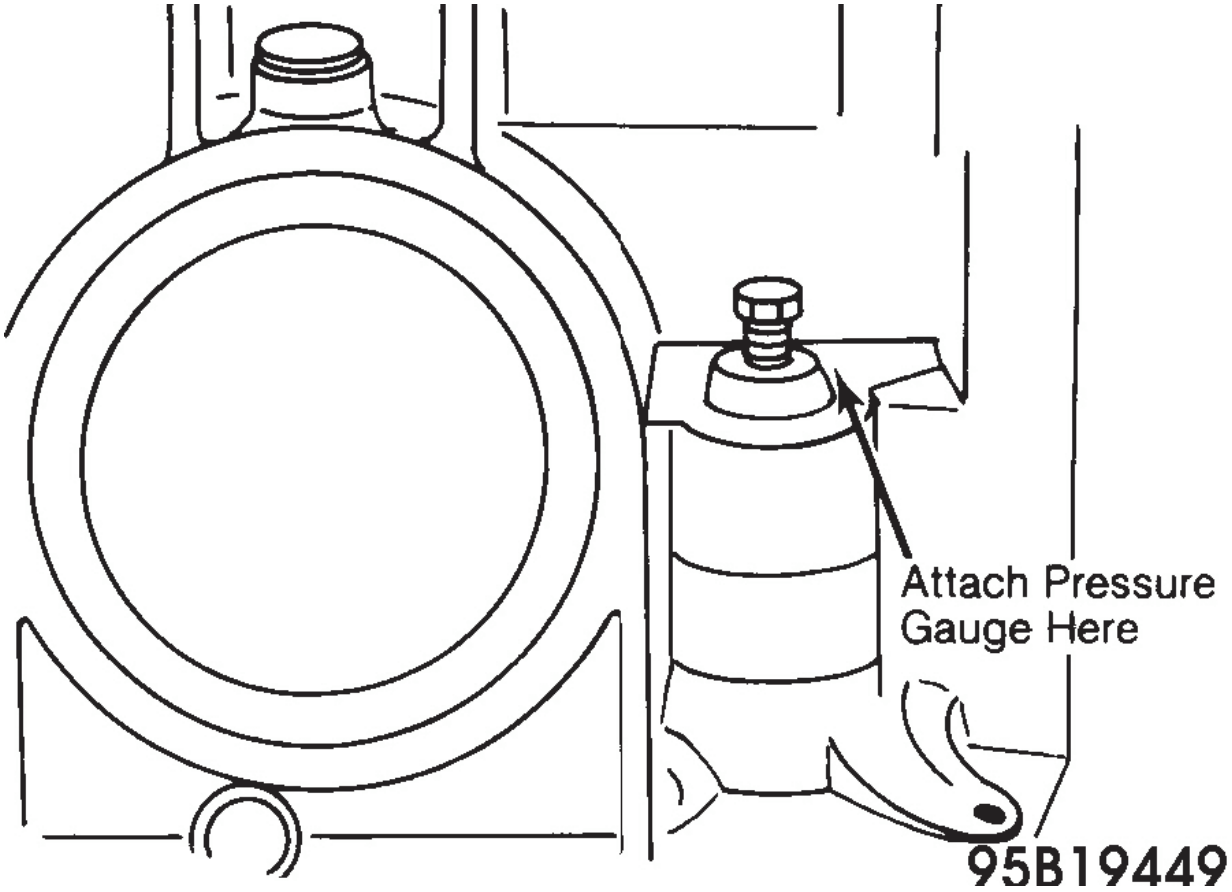

Fig. 3: Pressure Test Port Location
1. Connect 0-150 psi (0-10 kg/cm ^{2}) pressure gauge to main pressure test point on case (adjacent to servo cover). See **Fig. 3**. With transaxle, at normal operating temperature, place selector lever in "D".